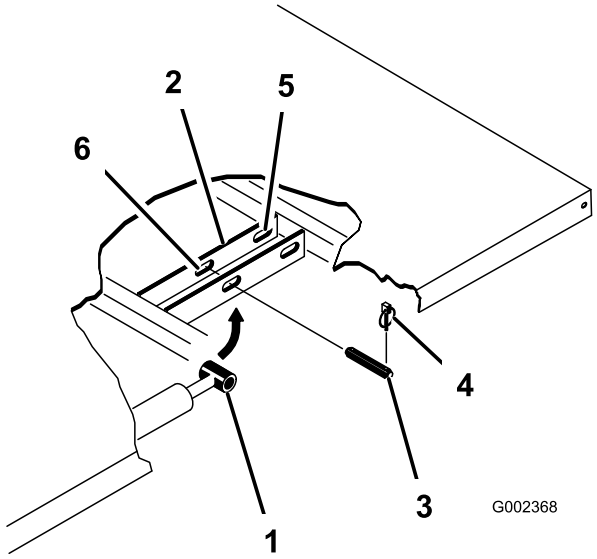

Figura 34
2. Retire os pinos de sujeição das extremidades exteriores dos pinos de forquilha da haste do cilindro (Figura 34).
3. Retire os pinos de forquilha que prendem as extremidades da haste do cilindro nas placas de montagem da caixa empurrando os pinos para dentro (Figura 34).
4. Retire os pinos de sujeição e os pinos de forquilha que prendem os apoios da articulação nos canais da estrutura (Figura 34).